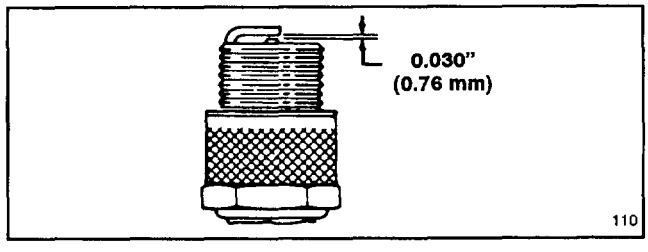

Figure 14
3. Set air gap at 0.030" (0.76 mm) (Fig. 14). Install correctly gapped spark plug and gasket seal. Tighten plug firmly to 14 ft–lb (19 N·m).